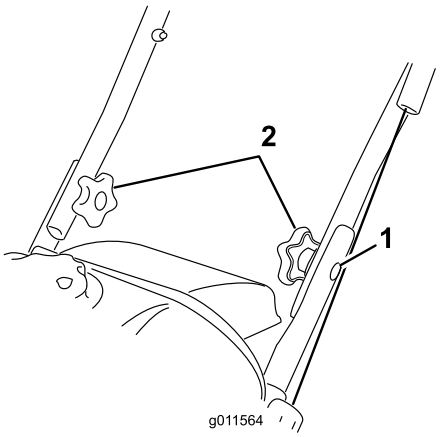

Figur 4
2. Sæt boltene med linsehoveder i hullerne, således at bolthovederne sidder på håndtagets yderside (Figur 4).
1. Bolt med linsehoved (2)
3. Monter de buede skiver og håndtagsknapperne på boltene med linsehoveder på indersiden af håndtaget (Figur 4), og **tilspænd knapperne forsvarligt**.